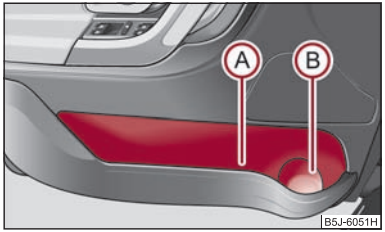

Fig. 84 Stowage compartment in door panel
Use the area (A) ⇒ fig. 84 of the storage compartment only for storing objects which do not project so that the effectiveness of the side airbag is not impaired. ■